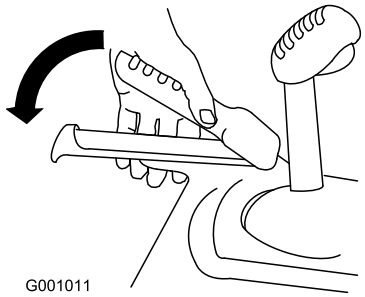

Figur 28
1. Pressa ned det vänstra reglaget (drivningsreglaget) till handtaget för att koppla in hjuldrivningen (Figur 28).